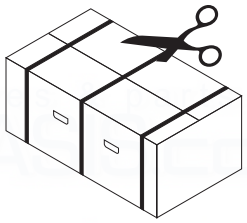

Fig. 39
Method 1 - (Fig. 39 to 42)
a) Remove the outer packaging and literature, and stand the boiler and inner packaging upright. Remove the base tray (Figs. 39, 40 & 41).